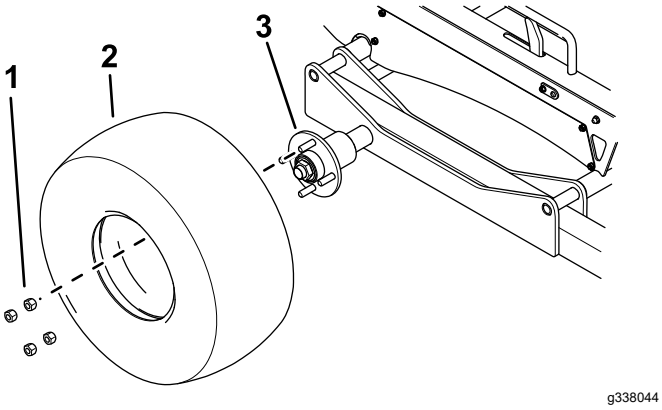

Rysunek 21
1. Na każdej piaście osi zamontuj zespół koła, wykorzystując 4 nakrętki do kół (Rysunek 21).